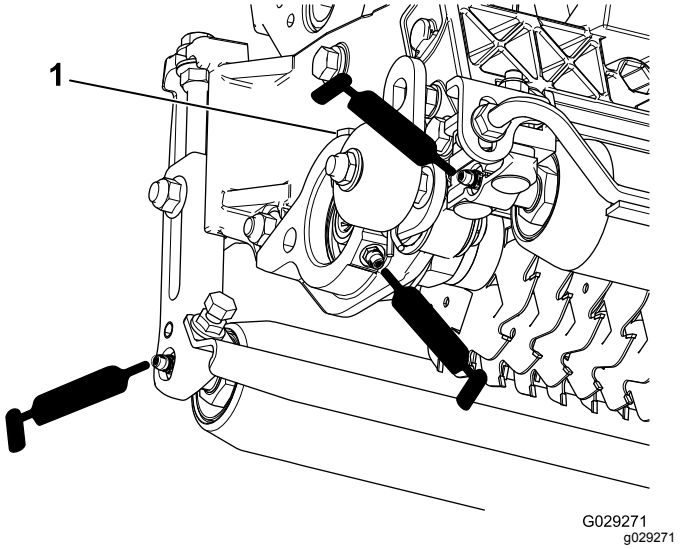

Figura 16
Cada unidad de verticorte tiene 5 engrasadores (Figura 16) que deben ser lubricados semanalmente con grasa de litio Nº 2.
2. Aplique grasa hasta que salga grasa limpia de las juntas del rodillo y de la válvula de alivio del cojinete (Figura 16).